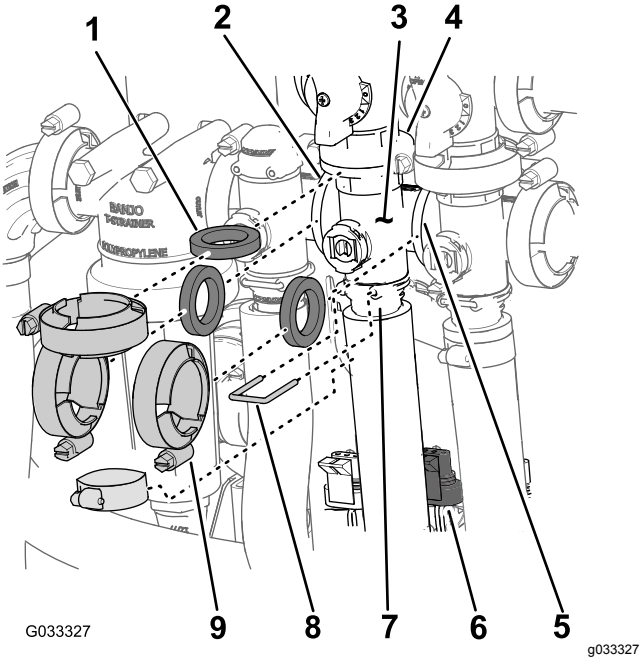

Figur 69
1. Fjern de klemmer og pakninger, der fastgør omrøringsventilens manifold (Figur 69) til omrøringsomløbsventilen, hastighedsreguleringsventilen, hovedsektionsventilen og adapterfittingen (omrøringens drosselventil).
2. Afmonter den holder, der fastgør udgangsstudsen til omrøringsventilens manifold (Figur 69).